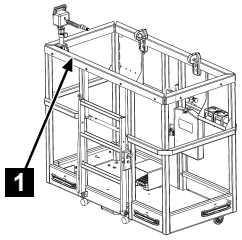

Fig. 119
3. 2nd person: Support the platform from below (Fig.119/1).